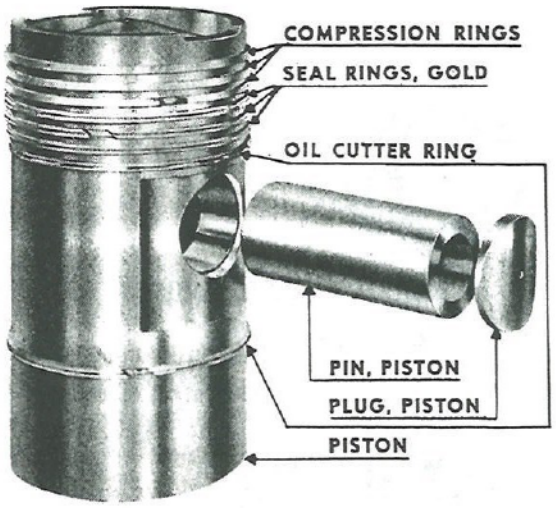
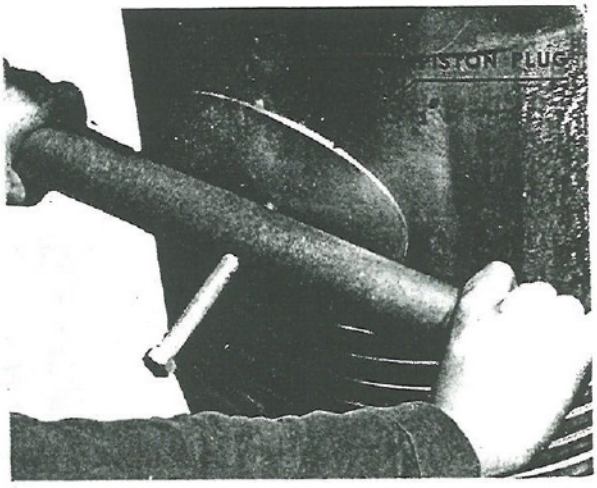

Fig. 103. Piston with Piston Pin Removed
Fig. 104. Removal of Piston Plug
c. The disassembled piston is shown in Fig. 103. Threaded holes are located on the top of
125. TO REMOVE PISTON FROM CONNECTING ROD. In Fig. 103 the piston is shown taken apart. The piston pin fits into the bushing in the eye on the upper end of the connecting rod to secure the piston to the rod. The piston pin is hollow, but the openings on both sides are closed with piston plugs, as illustrated. Take out the small screw that is threaded into the bottom edge of the piston plug and the piston pin opening. In the center of the piston plug a threaded hole is located. Use a piston strap or piece of pipe or bar drilled in the middle and insert a ½-inch N. C. capscrew about three inches long and screw the capscrew into the threaded hole in the piston plug. Sharply slide the piston strap or bar out against the head of the screw to force out the piston plugs. This method is illustrated in Fig. 104. With both piston plugs out, place a piece of wood against the piston pin and tap out with a hammer, taking care to hold up the connecting rod to prevent it from falling over and damaging the piston. With the piston pin driven out, lift the connecting rod out of the piston.
133. INSTALLING NEW PISTON RINGS. Thoroughly clean all grooves and drain holes in the pistons. Insert each ring in the liner and check the gap clearances with a feeler gauge, as shown in Fig. 114. If the gaps in the rings check with clearance specifications in Sect. VIII, check the three compression rings by placing one in the first groove, as shown in Fig. 103, and rotate around the piston. If the ring sticks or binds or does not seat properly in any place, dress down the spot or spots with a fine mill file until the ring rotates freely and seats cleanly. When all rings are fitted, place them on the piston in the grooves to which they were fitted, as shown in Fig. 115, and in the following order: upper oil scraper ring, the third sealing ring, the second sealing ring,